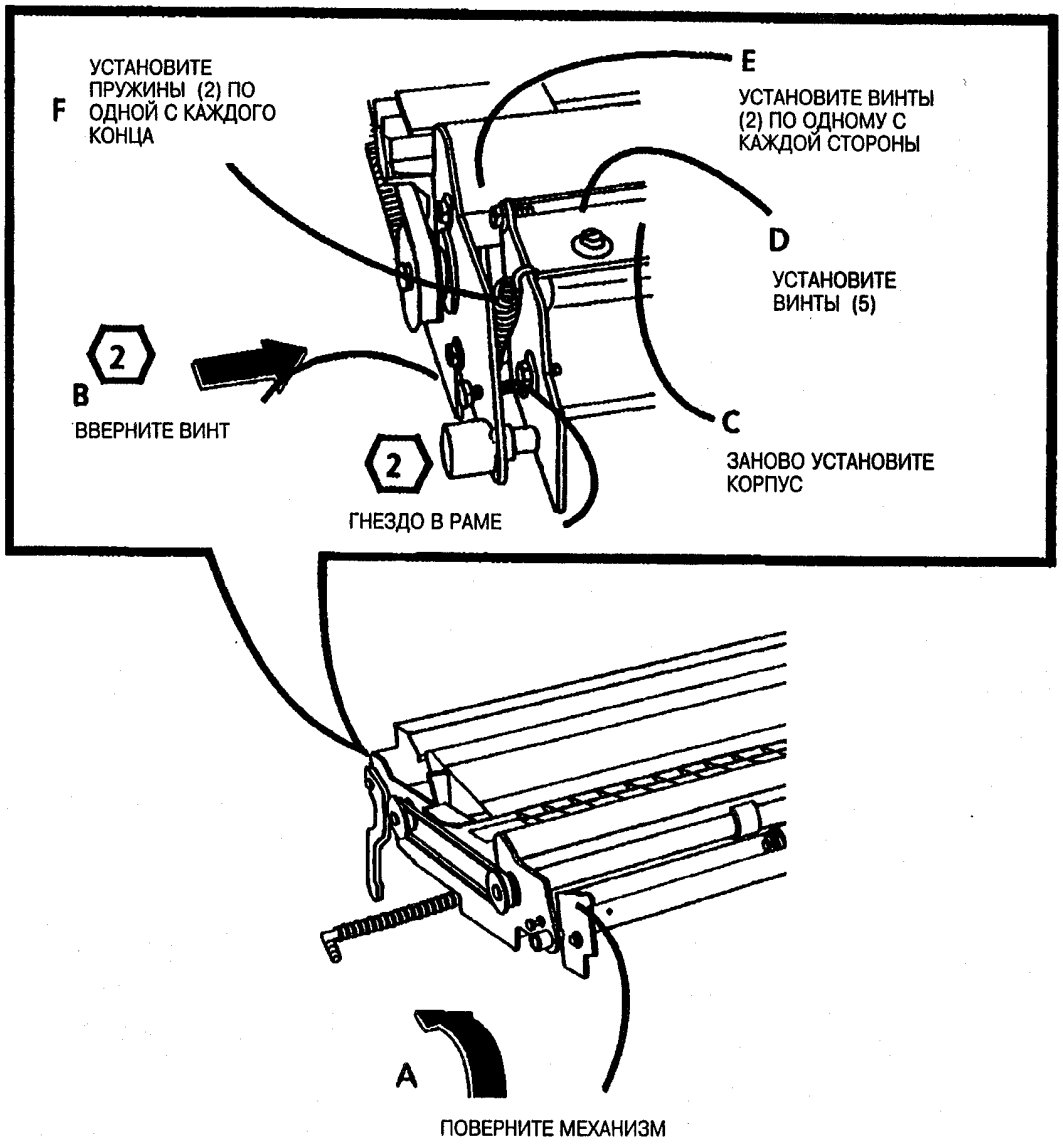

Рис. 4. Установите винты
2. (Рис. 4): Установите пружины.